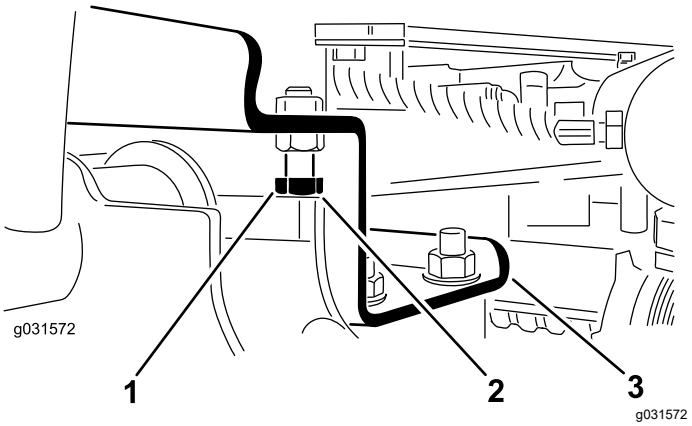

Figura 13
A. Allentate i bulloni di arresto (Figura 13).
2. Assicuratevi che la distanza tra ciascun braccio di sollevamento e il bullone di arresto sia pari a 0,13–1,02 mm, come illustrato nella Figura 13.